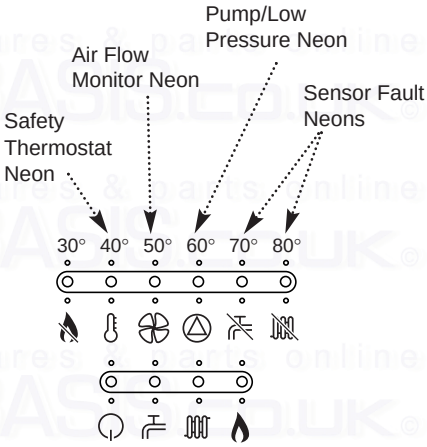

Fig. 14
1. Your Potterton Performa 28i is fitted with an additional safety device, which shuts down the boiler in the event of the system or the boiler overheating. The safety thermostat neon ( ) will light in this instance (Fig. 14).
2. If the neon illuminates ( ) it indicates that the flue or flue terminal is blocked or obstructed in some way, or that there is an internal fault. If there is no external blockage of the flue terminal that can be easily removed contact your Service Engineer (Fig. 14).
1. The neon ( ) will illuminate if the circulating pump is faulty or the system pressure drops below the minimum requirement (Fig. 14).
1. When the ( ) or ( ) neon is illuminated a fault on the hot water or central heating temperature sensor is indicated (Fig. 14). Contact your Service Engineer.